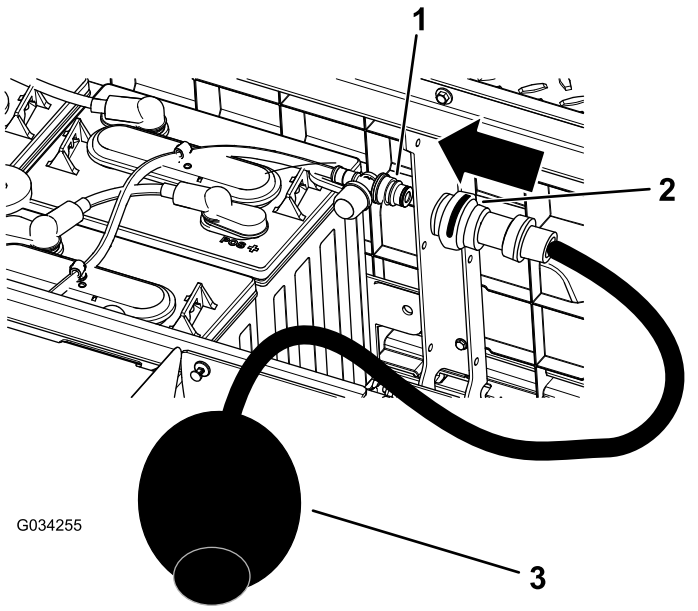

Figur 40
4. Anslut Toro-vattenhandpumpen till vattenpåfyllningsöppningen (Figur 40).